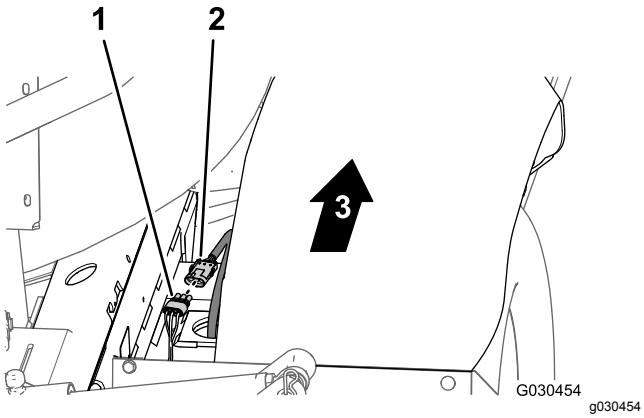

**Figur 135**
2. Ved maskinens bagende (mellem højre stelrør og højre skærm) tilsluttes hastighedssensorens konnektor med 3 ben ved højre hydrauliktraktionsmotor fra konnektoren med 3 sokler (ikke afmærket) fra bageste hovedledningsnet (Figur 135).